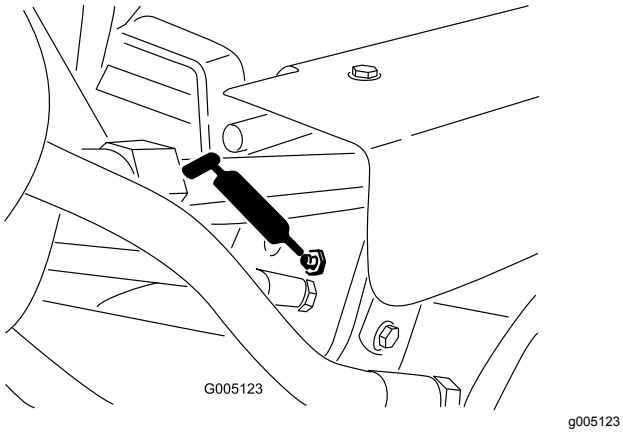

Figur 36
- Lyftcylindrarna (3) (Figur 36)